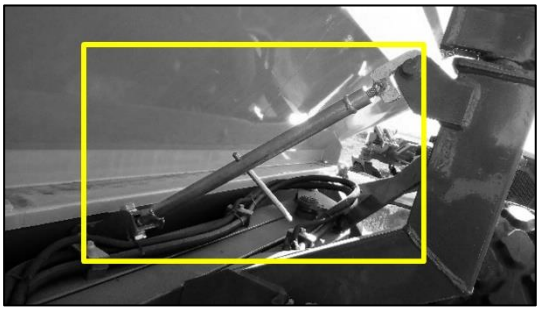

Рисунок 48 – Талреп
6.2.3 Резьбы на талрепе фиксации шнека промазать любой консистентной смазкой, рис. 48.